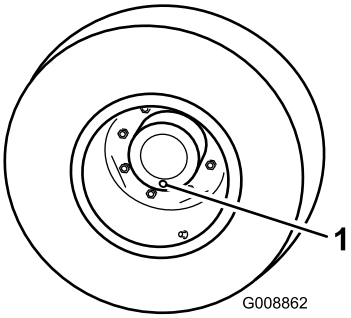

Figur 88
1. Ställ maskinen på ett jämnt underlag och placera hjulen så att en kontrollplugg befinner sig i det lägsta läget (klockan 6) (Figur 88).